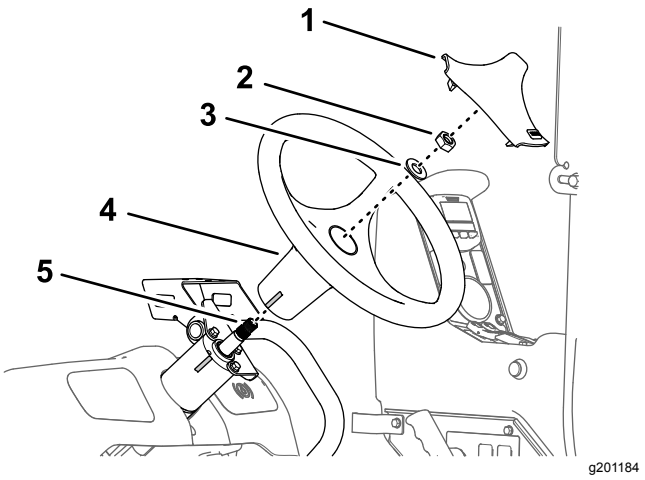

Figuur 163
1. Lijn de tapemarkering op het stuurwiel uit met de tapemarkering op de behuizing van de stuurklep (Figuur 163).
2. Monteer het stuurwiel op de as van de stuurklep (Figuur 163); gebruik hierbij de ring (5/8 inch) en de moer (5/8 inch) die u verwijderd hebt in stap 3 van Het stuurwiel verwijderen (bladz. 72).